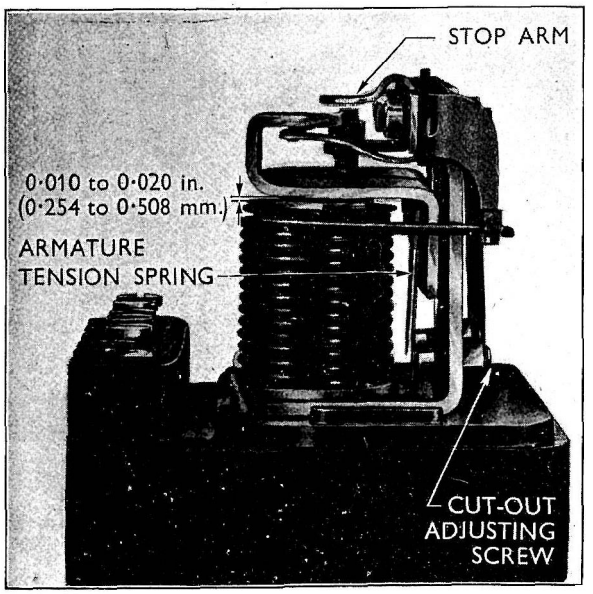

Fig. 10
5. Insert the end of a 0.010 to 0.020 in. (0.254 to 0.508 mm.) feeler blade between the outer end of the armature and core face, acd set the fixed contact, by bending the arm, so that the points are **just** touching (see Fig. 10).